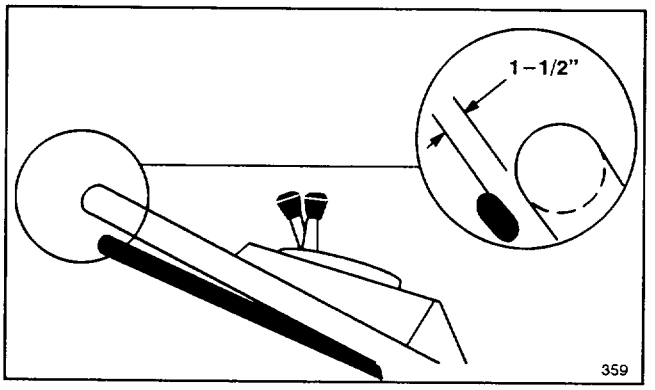

**Figure 19**
**2.** CHECK ADJUSTMENT—Slowly pull mower backward while control bar is gradually moved toward handle. Adjustment is correct when rear wheels stop turning and control bar is about 1–1/2 inches from handle (Fig. 19).